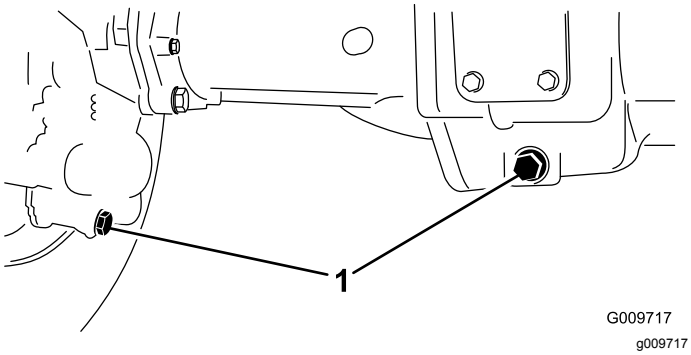

Figuur 107
2. Reinig de omgeving van de 3 aftappluggen, 1 aan elke kant en 1 in het midden (Figuur 107).